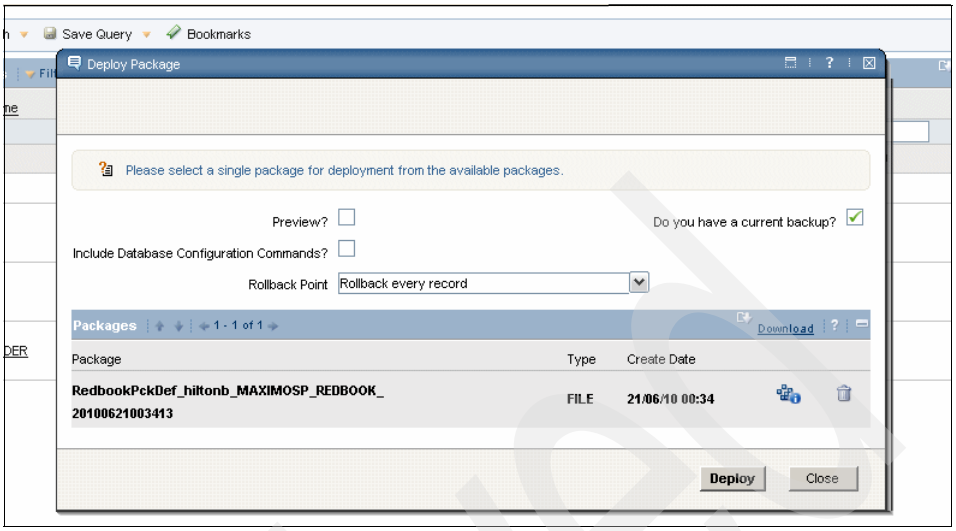

Figure 8-16 The Deploy Package dialog box
3. Deploy the uploaded package. Click **Select Action** → **Deploy Package**. A dialog box opens, and you will see inside the package table that you just uploaded. After you have a backup of your database, select the **Do you have a current backup?** option, and click **Deploy**, as shown in Figure 8-16 on page 154.